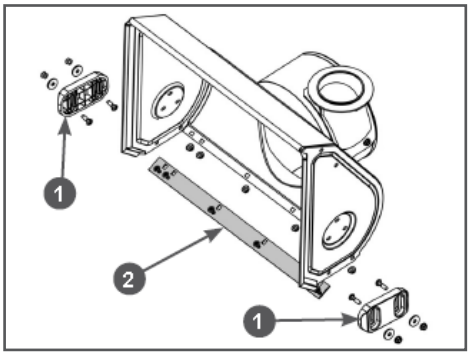

Рис. 28 Обслуживание кожуха шнеков
1. Открутите гайки крепления полозков 1 (Рис. 28) и снимите полозки с кожуха шнеков.
2. Установите новые полозки и закрепите их четырьмя болтами и гайками (Рис. 28). Перед окончательной затяжкой гаек отрегулируйте высоту захвата снега.
Для наглядности на Рис. 28 кожух шнеков показан без шнеков, редуктора и валов.
1. Открутите гайки крепления и снимите нижнюю накладку 2 с кожуха шнеков (Рис. 28).
2. Установите новую нижнюю накладку и закрепите ее болтами и гайками (Рис. 28).